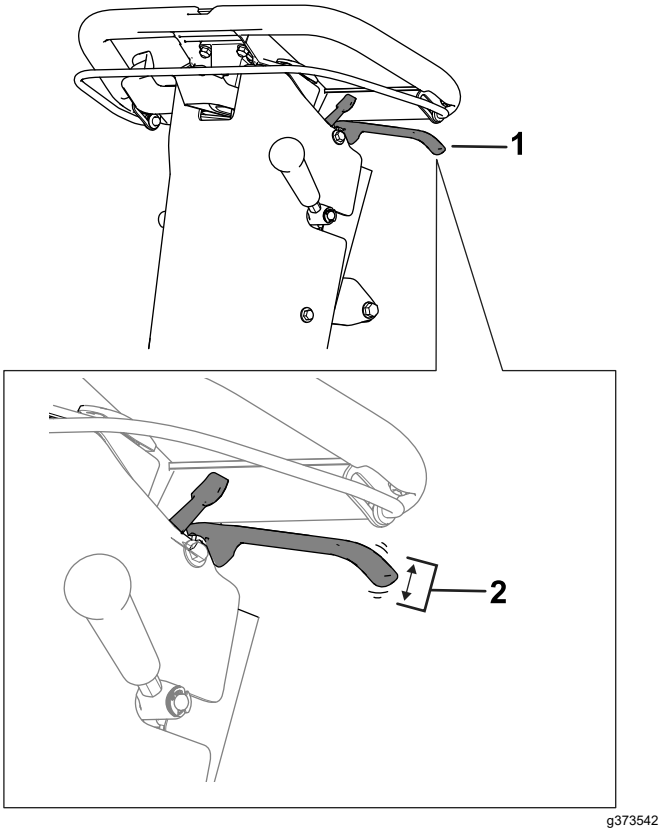

**Figuur 32**
2. Meet de speling aan het uiteinde van de parkeerremhendel (Figuur 32).